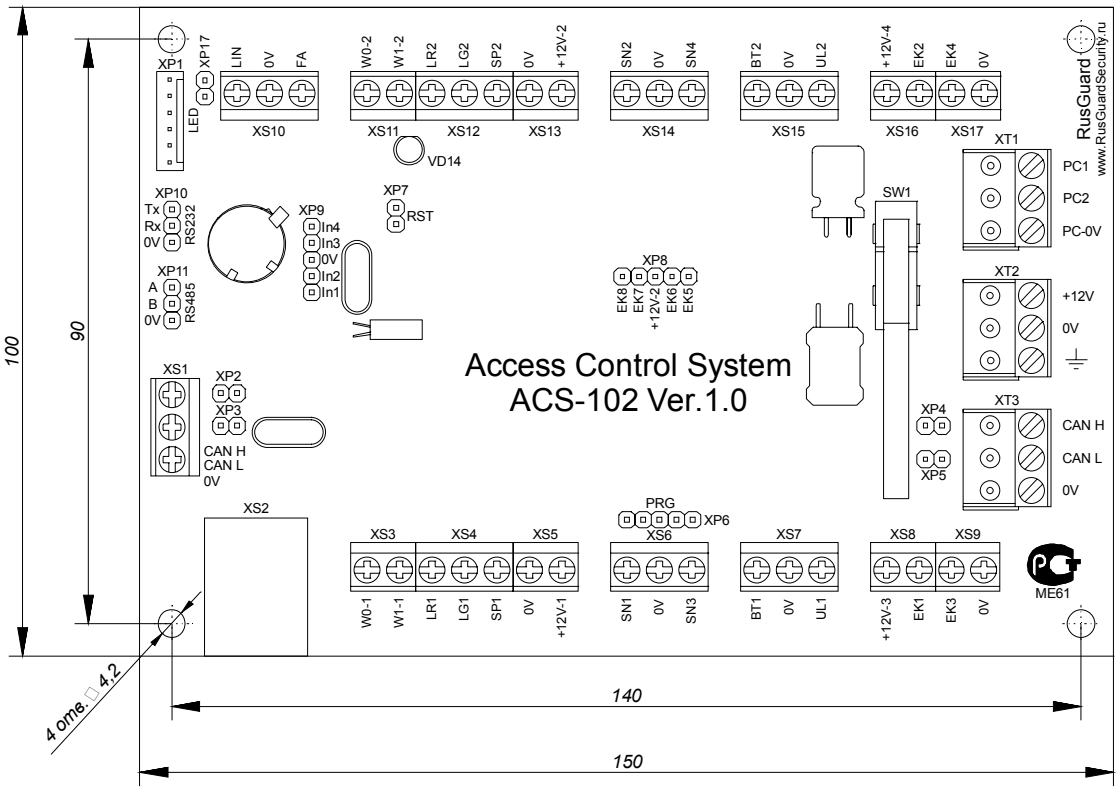

Рис. 1.1 Плата контроллера ACS-102-L/LE
1.3.1 Чертеж платы контроллера изображен на Рис. 1.1